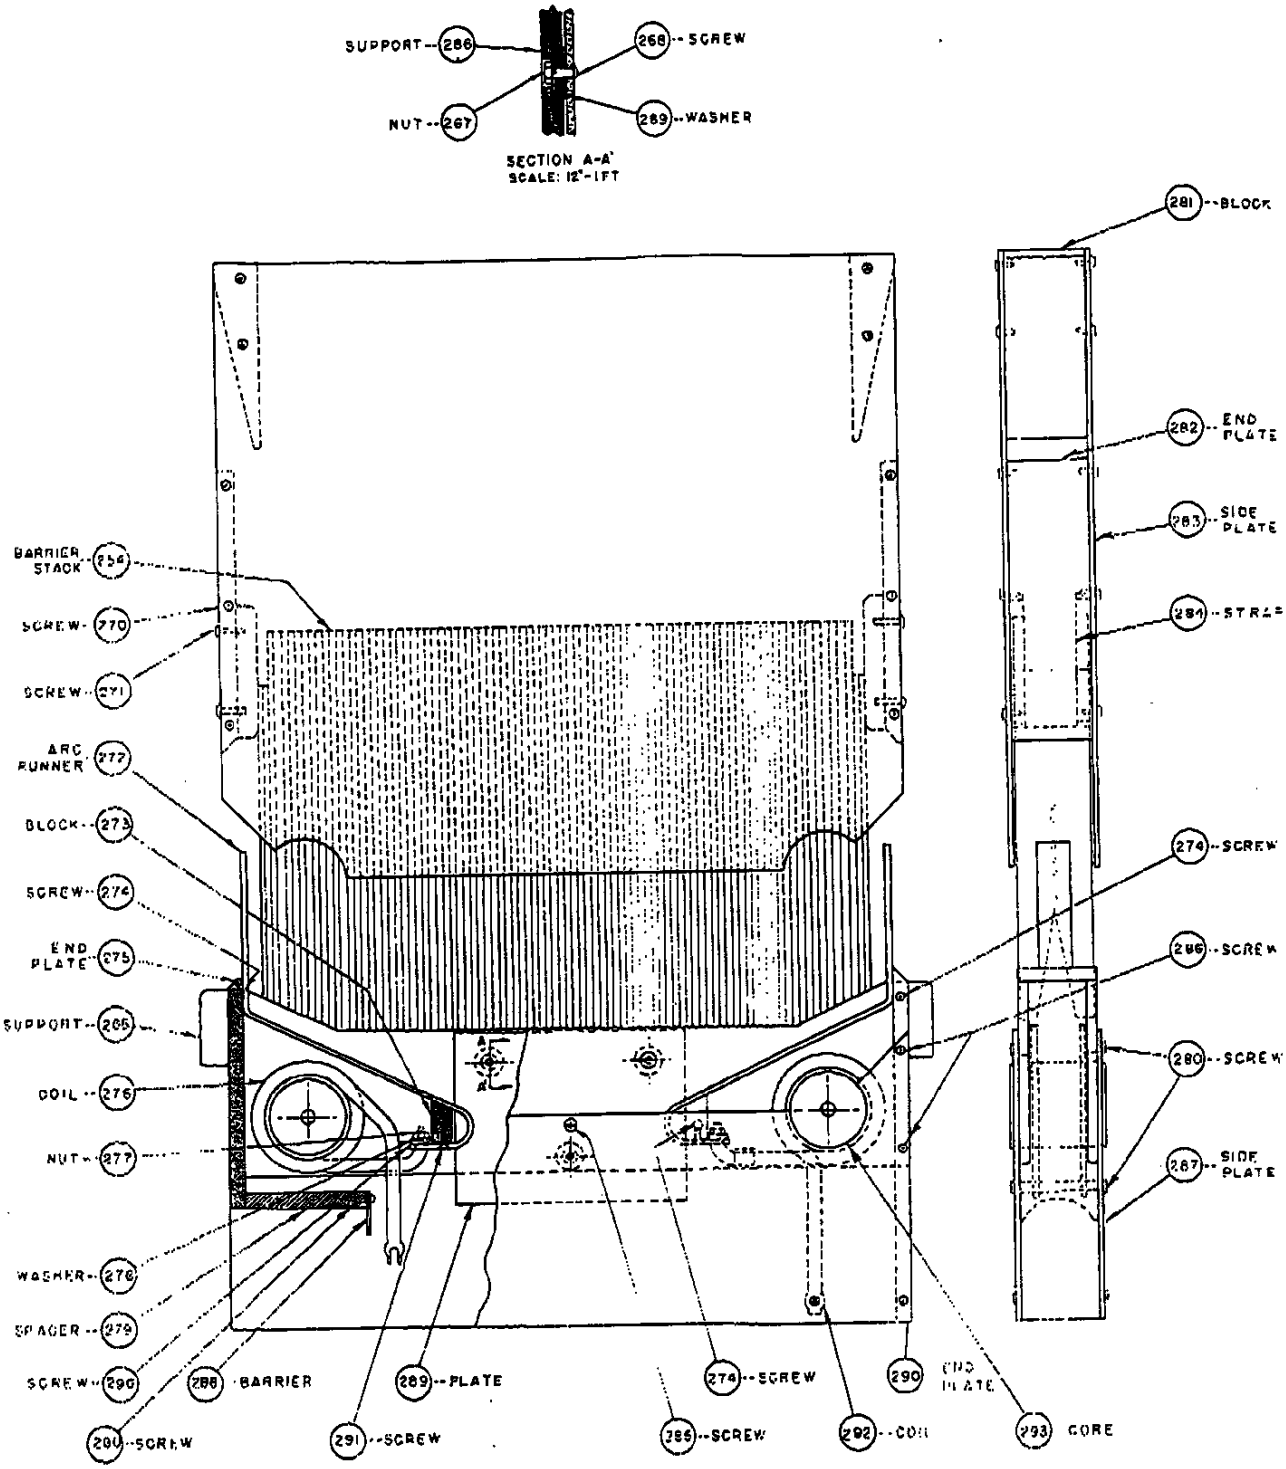

FIG. 8
BARRIER STACK (Fig. 8)
FRONT AND REAR ARC RUNNERS AND BLOWOUT COILS (Fig.8)
FLASH PLATES (Fig. 8)
1. Prepare breaker for servicing by removing phase barriers, arc chute top section, barrier stack, blowout side plates and arc chute lower section. All parts lift off easily without removing hardware, except for arc chute lower section which requires the blowout coil terminals to be loosened. Refer to Fig. 8.